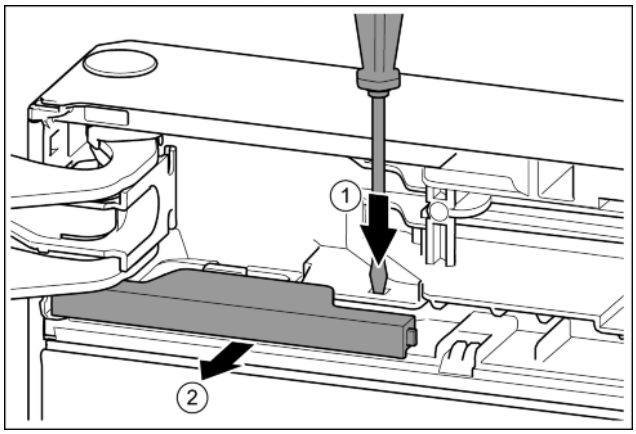

Fig. 12
▶ Plochým šroubovákem lamelu přitlačte. *Fig. 12 (1)*
▶ Kryt vytáhněte ze zarážky. *Fig. 12 (2)*